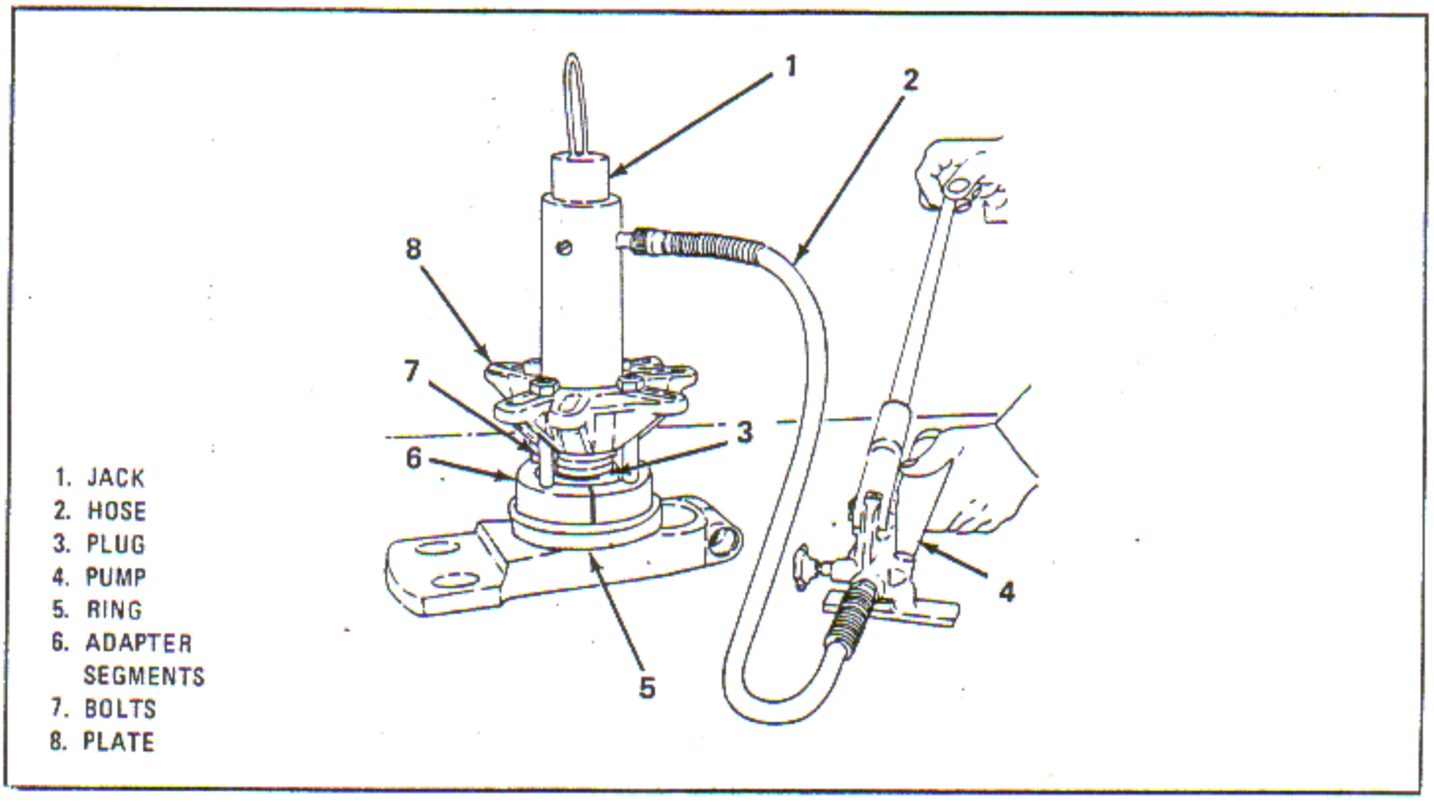

Figure 4-27. Pulling Crankshaft Rear Main Bearing Inner Race
c. Remove the crankshaft rear main bearing inner race using puller assembly consisting of hose (2, figure 4-27), pump (4), ring (5), bolts (7), jack (1), adapter (6), plug (3) and plate (8) as described in steps d through g.
d. Install the two segments of the adapter (6), with the lip under the crankshaft rear main bearing race. Lock the adapter in place by installing the ring (5), all the way down and around the segments.
e. Install the plug (3), in the end of the crankshaft. Attach the jack (1), into the plate (8), and insert the jack into the plug.
f. Attach four bolts (7), through the plate (8), to the adapter (6).
g. Using the pump (4), and hose (2), pull the bearing inner race.